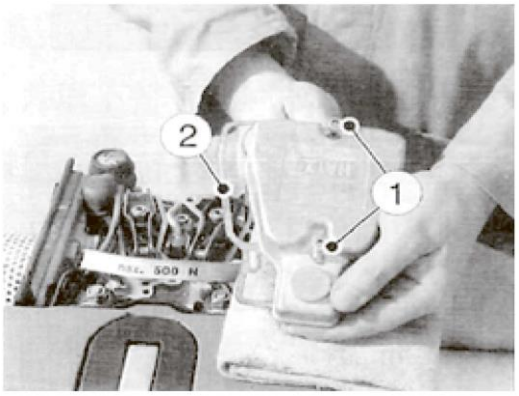

Рис. 12
- Выкрутите соединительные болты (поз. l; 3 шт.) крышки головки блока цилиндров и снимите головку блока цилиндров вместе с шайбой (поз. 2) (см. Рис. 12).